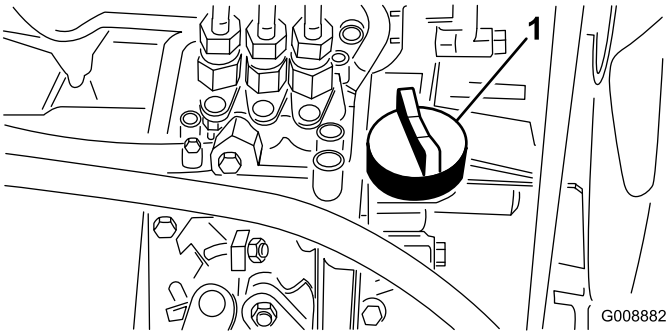

Figur 36
4. Hvis oljenivået er lavt, må du ta av oljelokket (Figur 36) og gradvis helle på små mengder olje, samtidig som du sjekker nivået, til det når opp til Full-merket på peilestaven.